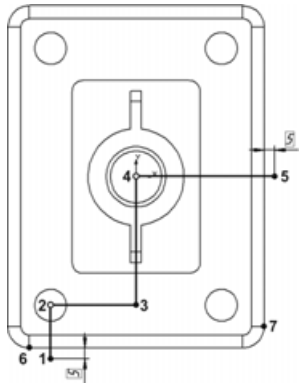

Рис. 5.73
- Нажмите кнопку **Непрерывный ввод объектов** на **инструментальной панели Геометрия** и постройте с помощью привязки **Ближайшая точка** ломаную линию 1-2-3-4-5 (рис. 5.73).